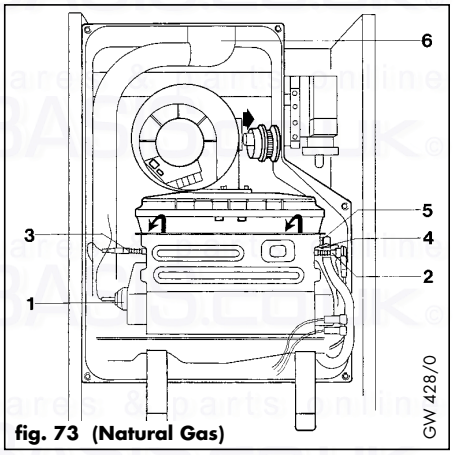

fig. 73 (Natural Gas)
- Pull off wires from heat exchanger NTC (1, fig. 73), ignition electrode (2, fig. 73) sensing electrode (3, fig. 73) and earth wire (4, fig. 73).
- Remove screw (5, fig. 73) and wire from heat exchanger connecting pipe.